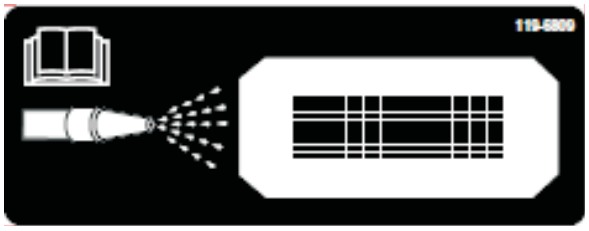
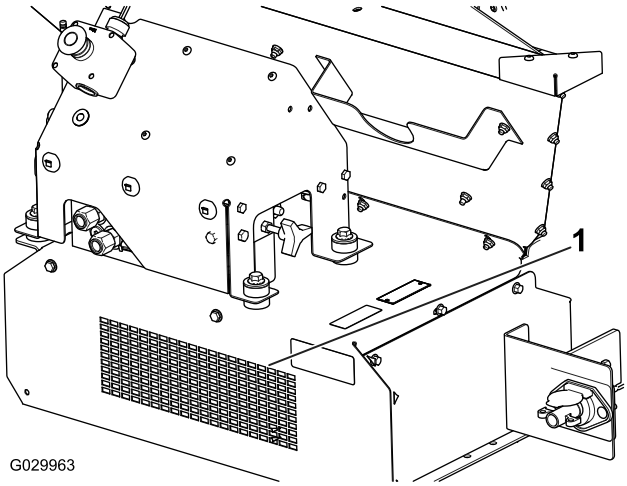

Figur 57
Figur 58
10. Lokalisera rengöringsdekalen på maskinens framsida (Figur 57) och spruta igenom det främre skyddets galler med en trädgårdsslang tills allt material är bortspolat (Figur 58).